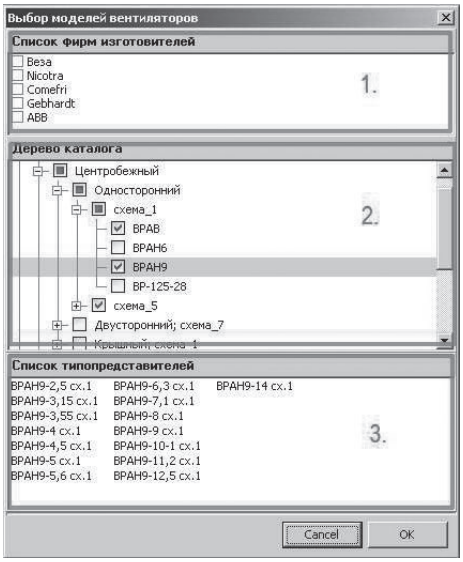

Рис. 3
Номенклатурная панель диалогового окна имеет два режима работы: выбор одного или нескольких типов вентиляторов и выбор одного типопредставителя. В режиме множественного выбора (Рис.3) все уровни дерева типов вентиляторов (2) содержат элементы группового и индивидуального выбора, что позволяет легко выбрать или исключить из выбора номенклатурные ветви или конкретные типы вентиляторов. В этом режиме список типопредставителей (3) несет лишь справочную функцию и во вводе данных не участвует.
На первом этапе ввода данных необходимо указать вид решаемой задачи, типы вентиляторов для прямой задачи или типопредставителя для обратной, параметры, определяющие плотность перемещаемой среды (высота расположения и температура), наличие сети на выхлопе, требуемые параметры в рабочей точке (сопротивление сети и расход воздуха), для вентиляторов с непосредственным приводом от двигателя можно выбрать частотное регулирование двигателя, в отсутствии регулирования нужно указать допустимую положительную погрешность подбора. Для ввода типов вентиляторов вызывается **дополнительное диалоговое окно с номенклатурной панелью** (Рис.3,4). При вводе требуемых параметров рабочей точки следует указывать значение сопротивления сети, соответствующее заданной плотности воздуха. Приведение параметров к нормальным атмосферным условиям программа выполняет самостоятельно.